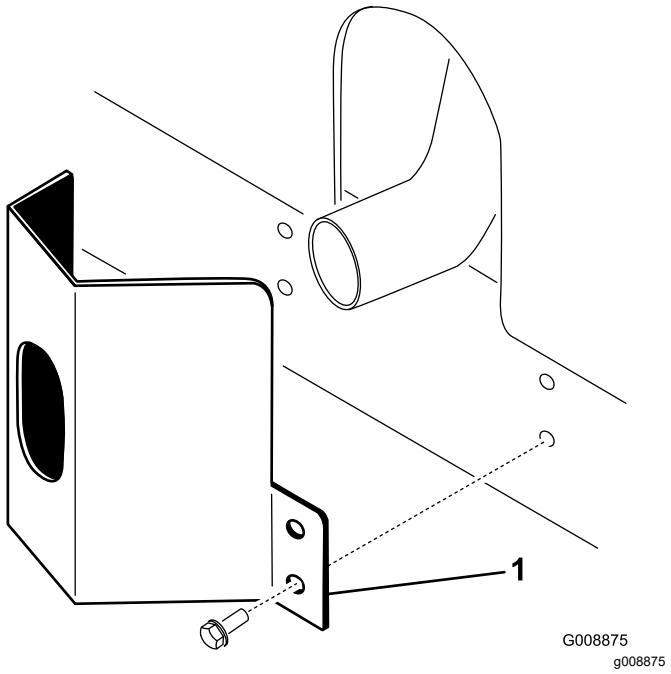

Rysunek 36
1. Należy wyrównać otwory montażowe osłony wydechu z otworami w ramie (Rysunek 36).
2. Przykręć osłonę do ramy czterema blachowkrętami (Rysunek 36).